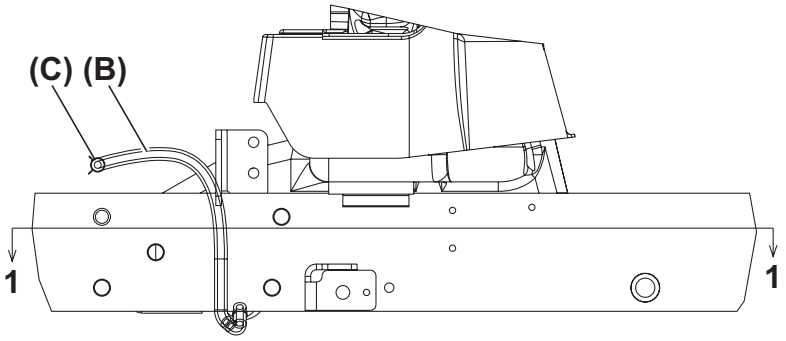

Fig. 3
●Pay attention to the routing position of the hose **(Fig. 3, (B))** at the time of installation.